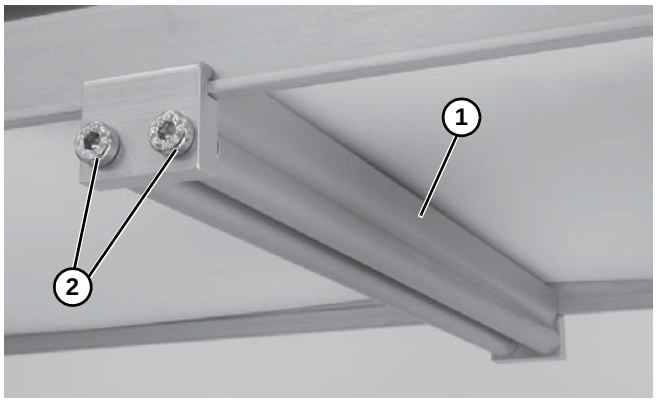

Figure 16
3. Installer l'ensemble comme illustré sur la **(Figure 16, élément 1)**. Serrer les vis **(Figure 16, élément 2)** au couple de 7 N.m.